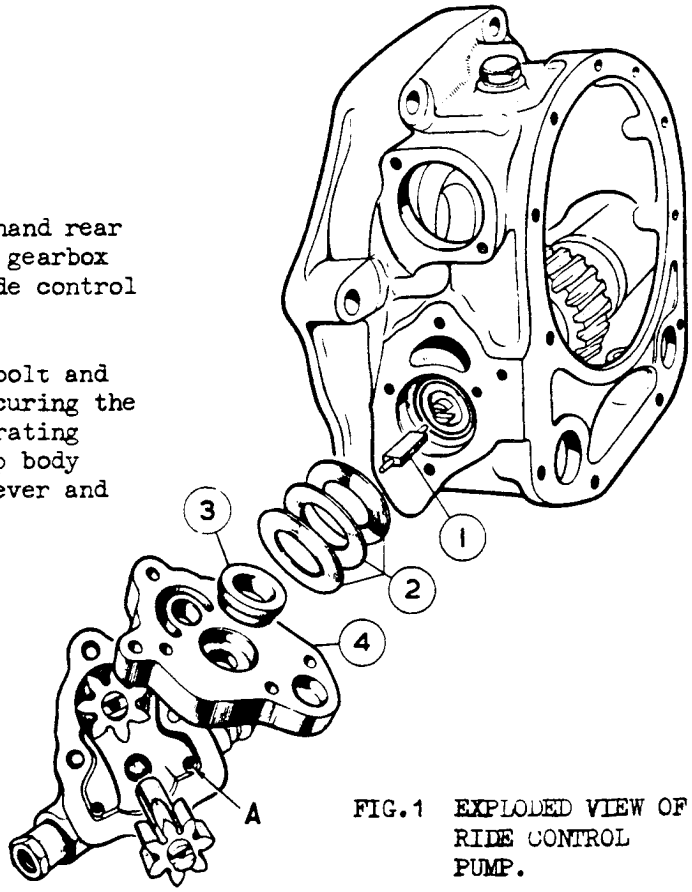

FIG.1 EXPLODED VIEW OF RIDE CONTROL PUMP.
(iv) Remove the four screws retaining the pump to the gearbox rear extension and remove the pump. Collect the driving key (1 Fig.1).
(viii) The pump intake passage is shown at A Fig.1. The drilling should be increased from .250" (6.3 mm) to .343" (8.7 mm). First enlarge the hole with a 5/16" drill and then with a 11/32" drill. In order that the drill may enter centrally, the shoulder on the pump flange may be relieved with a round file. Care must be taken to ensure that the drill does not protrude too far beyond the end of the drilling to damage the threads for the control valve rod nut.
(x) Temporarily refit the intermediate plate with the distance piece and Belleville washers assembled as shown in Fig.1, and fully tighten the two securing screws. Rotate the propellor shaft until the driving dogs on the driving shaft are vertical.